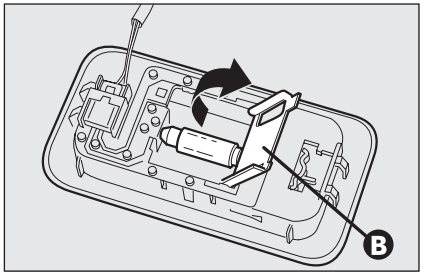

rys. 51 A0E0204m
- ❒ otworzyć pokrywę ochronną **B-rys. 51** i wymienić żarówkę odłączając od bocznych styków sprawdzając, czy nowa żarówka jest prawidłowo zablokowana pomiędzy tymi stykami.